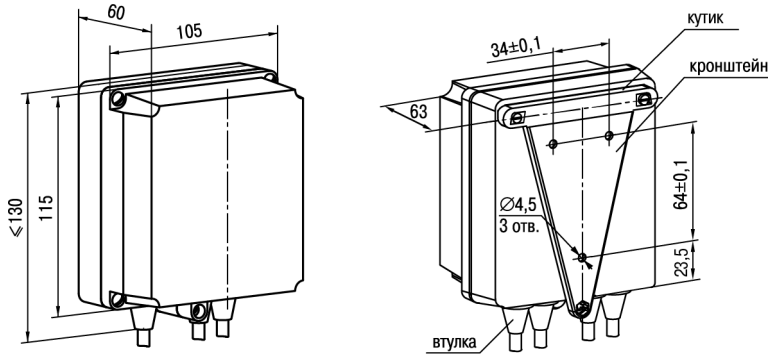

Рисунок 4.2 – Габаритные размеры корпуса Н
1. Закрепить кронштейн тремя винтами М4 × 20 на поверхности, предназначенной для установки прибора (см. рисунок 4.2).